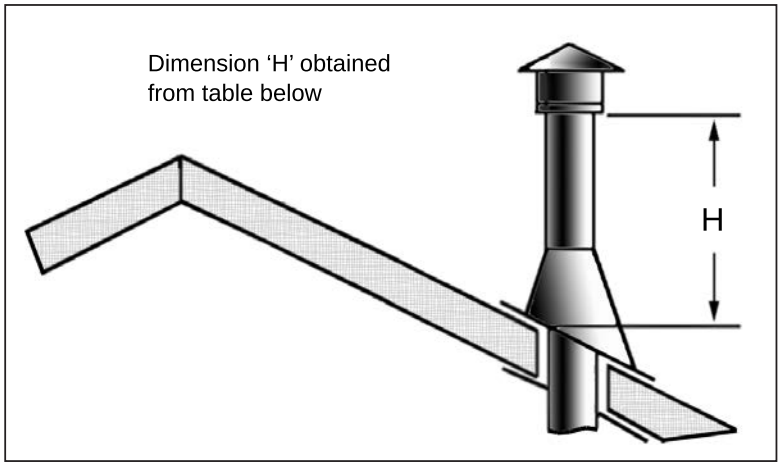

Figure 47: Height of Vertical Termination; Reference Table 7
Step 4. Measure roof pitch. Select the proper flashing and storm collar and determine the height above the roof (see Figure 47). A non-corrosive pipe material must be used for all exterior pipe lengths. Seal nail heads with silicone.
Table 7: Minimum 'H' for Figure 47.